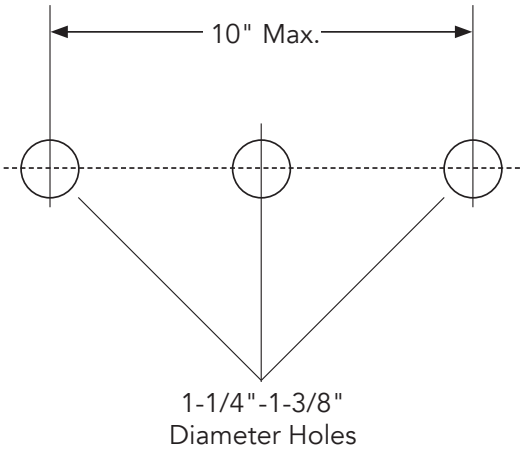

FIG. 1
1. Confirm hole is in conformance with **Fig. 1**